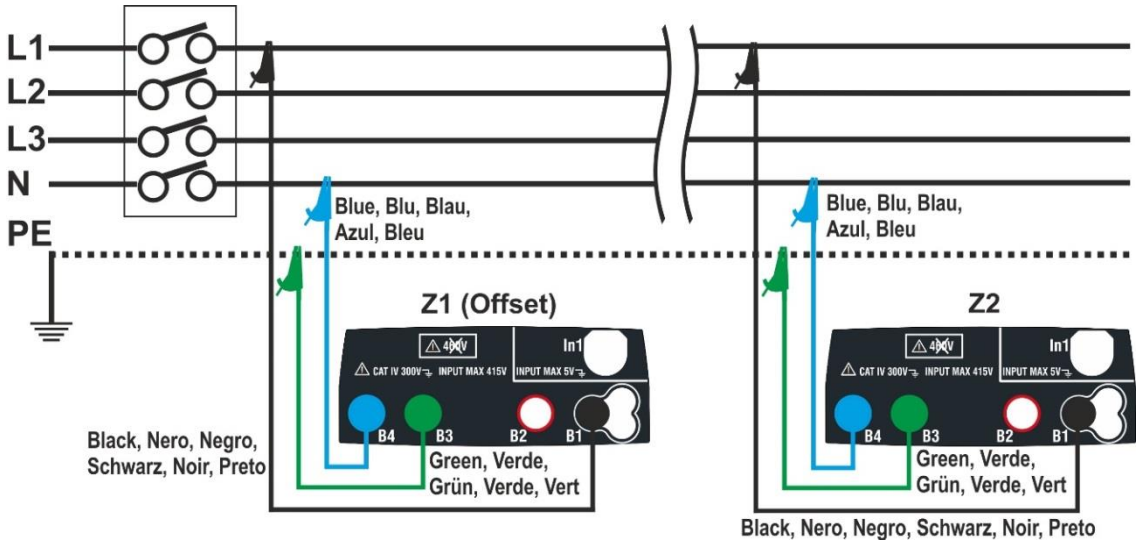
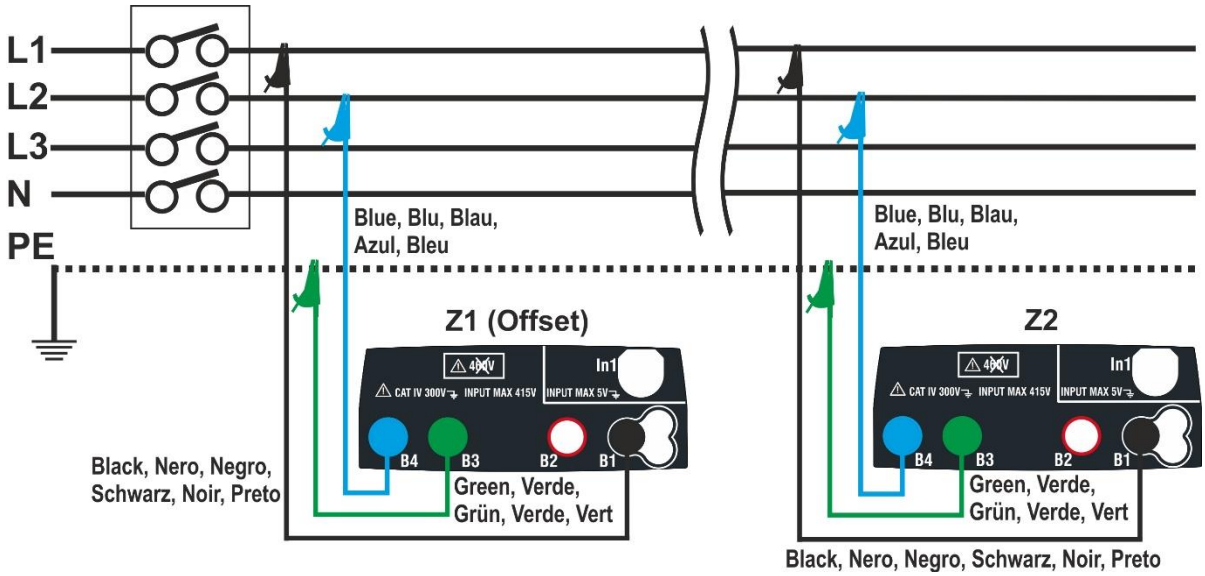

Fig. 34: Ligação do instrumento para medição da queda de tensão pelo método L-N
Fig. 35: Ligação do instrumento para medição da queda de tensão pelo método L-L
6. Passar ao ponto 9 no caso em que foi inserido manualmente o valor de Z1 (Offset). **No caso em que NÃO foi inserido manualmente o valor de Z1 (Offset)** ligar o instrumento no ponto inicial da linha em exame (normalmente a jusante da proteção) de acordo com a Fig. 34 ou Fig. 35 a fim de executar a primeira medição da Impedância **Z1 (Offset)**. Neste caso o instrumento executará a medição da Impedância presente a montante do ponto inicial da linha assumindo-a como referência inicial. No display é apresentado o seguinte ecrã (relativa à medição L-L)
9. Ligar o instrumento no ponto final da linha em exame de acordo com as Fig. 34 ou Fig. 35 de modo a executar a medição da Impedância no fim da linha **Z2**. No display é apresentado o ecrã mostrado ao lado. Notar a presença no display do valor Z1 (Offset) anteriormente medido